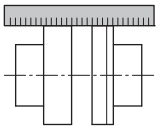

Fig. 12: Проверка радиальной выверки при помощи линейки
- В качестве альтернативы допускается контроль радиальной выверки муфты при помощи линейки (см. Fig. 12).